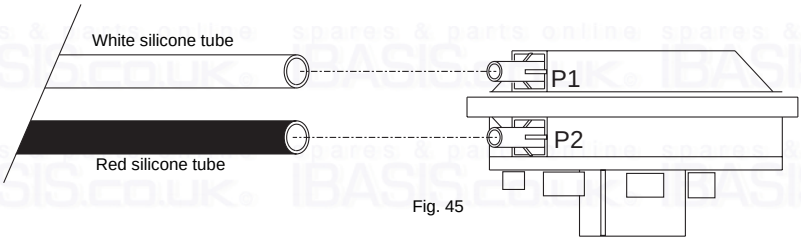

Fig. 45
b) Remove the two screws securing the air collection plate (fig. 45), and withdraw the plate complete with the air pressure switch (Take care not to lose «P» clip).